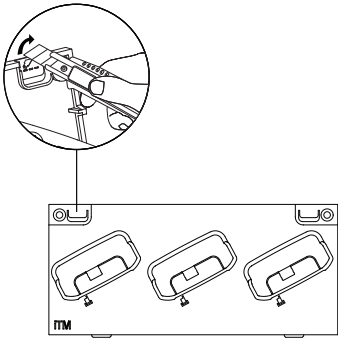

Figure 11 : cassez ou découpez la plaque cassable du compartiment de charge
2. Cassez ou découpez la plaque cassable du compartiment de charge afin de permettre le passage du câble de programmation (reportez-vous à la Figure 11.)